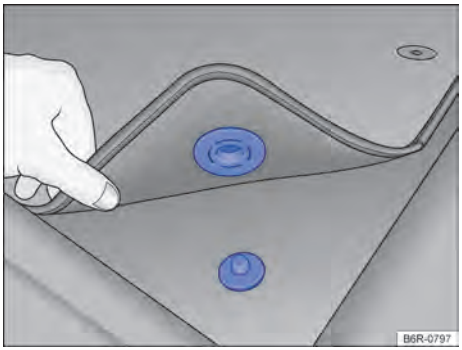

Fig. 20 Tapete dianteiro do lado do condutor com fixação no pino do carpete.
- ✓ Acomodar bem o tapete na área para os pés do lado do condutor de modo que não obstrua a área dos pedais. O tapete dianteiro do lado do condutor pode ter fixação no pino do carpete → Fig. 20.